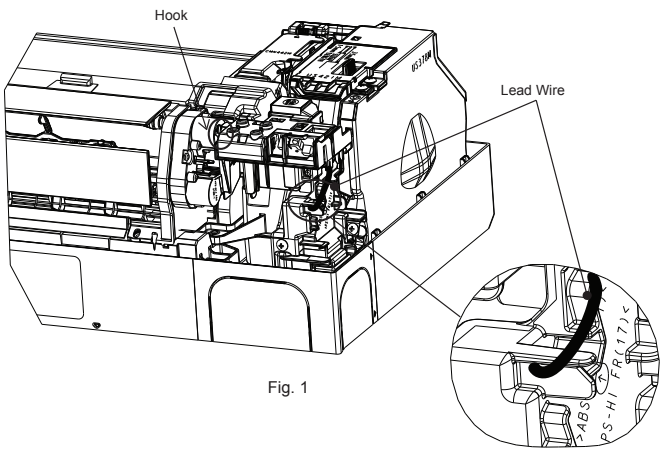

Fig. 1
2) Take out the lead wire out of the hook. (Fig. 1)